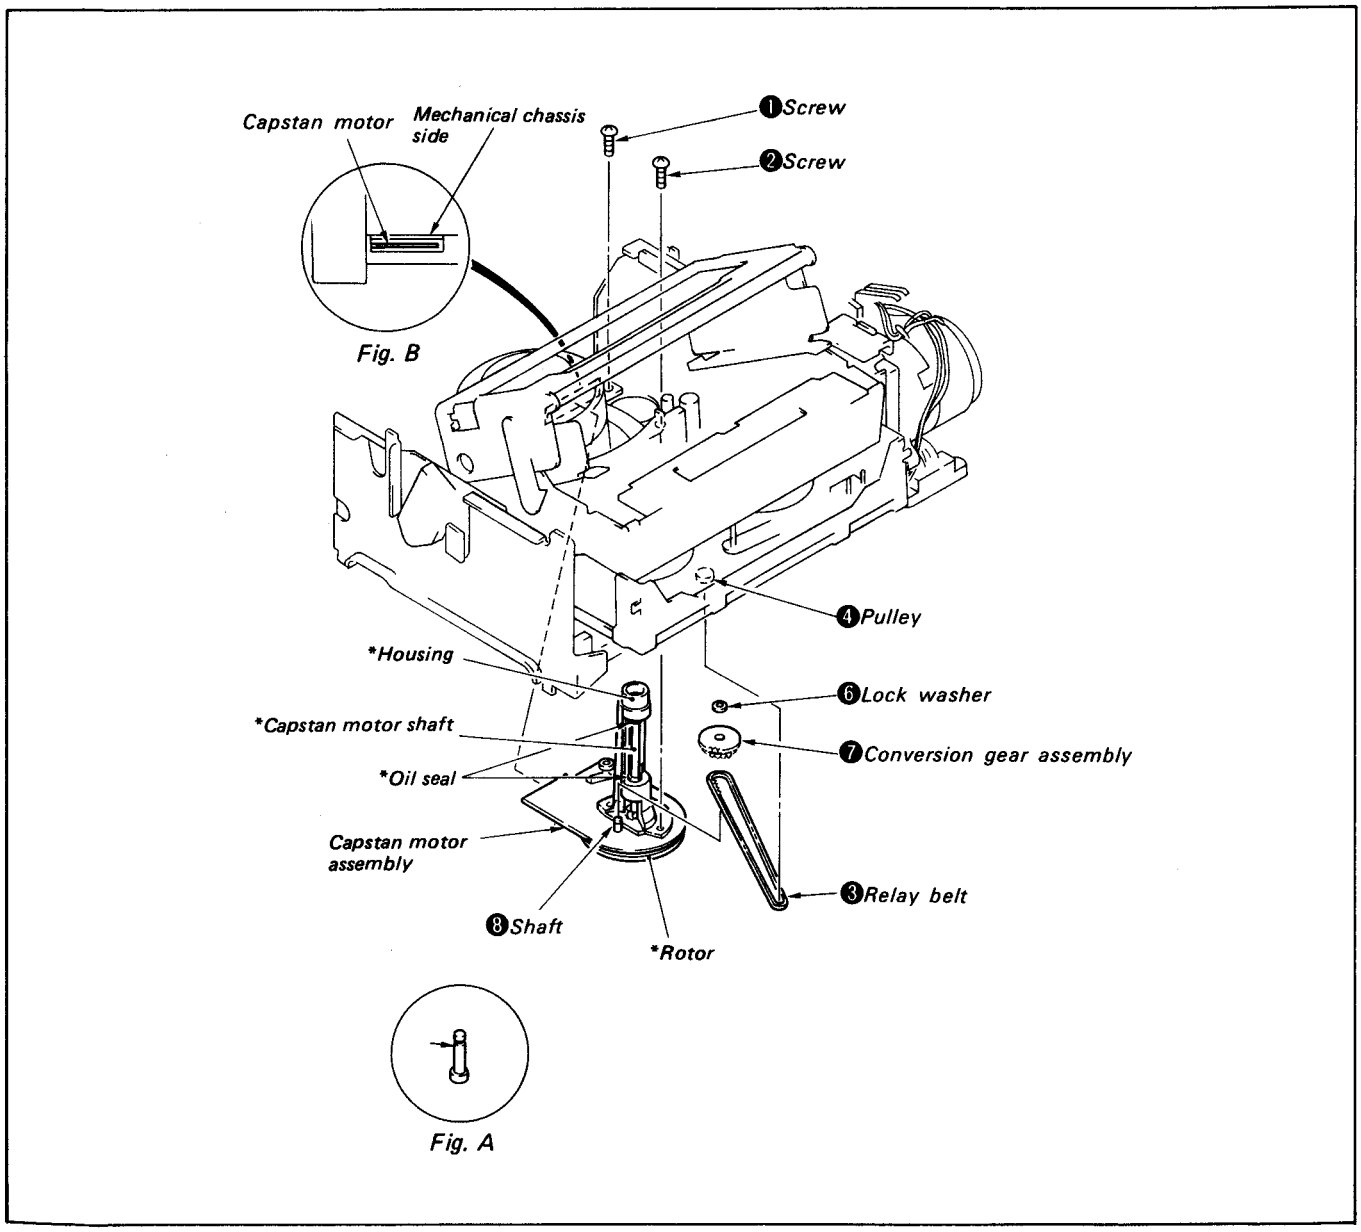

Fig. 2-36
1) Remove screws ❶ and ❷, and remove capstan motor assembly ❺.
2) Remove lock washer ❻ and conversion gear assembly ❼, and remove relay belt ❸. (See Fig. 2-36)